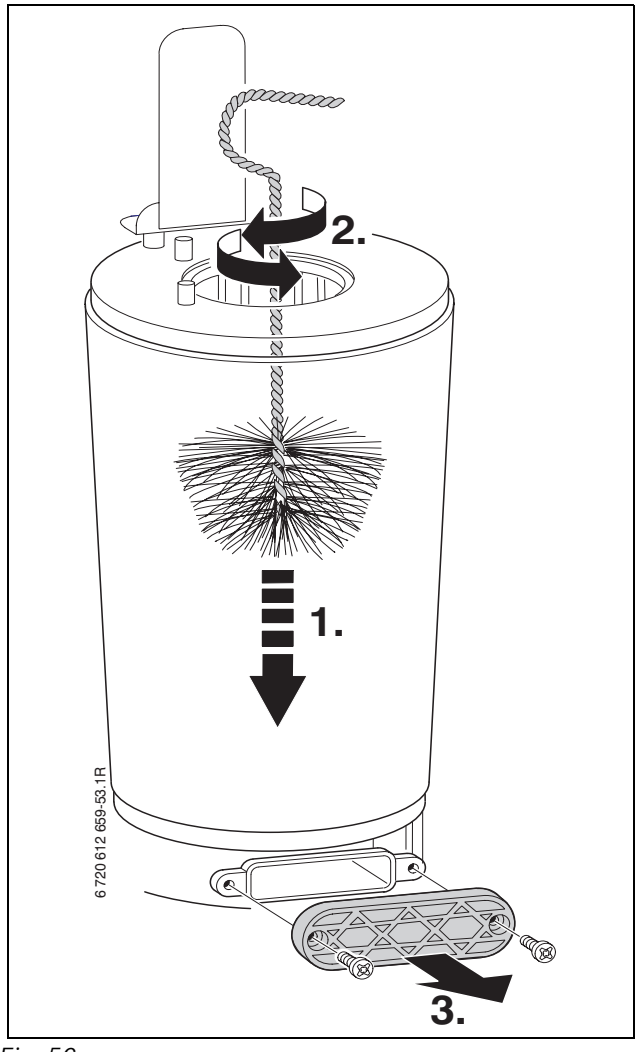

*Fig. 56*
- Pulire l'interno dello scambiatore (fig. 56) utilizzando l'accessorio nr. 1156, codice d'ordine nr. 7 719 003 006:
- dall'alto al basso, fino alla battuta (1),
- ruotare la spazzola verso sinistra e verso destra (2).